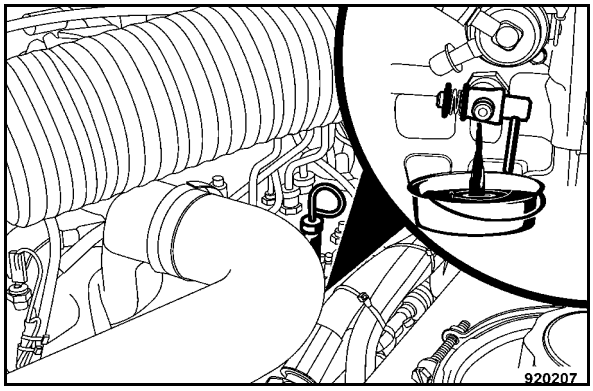

Fig. 174
- Open the drain tap (Fig. 174).